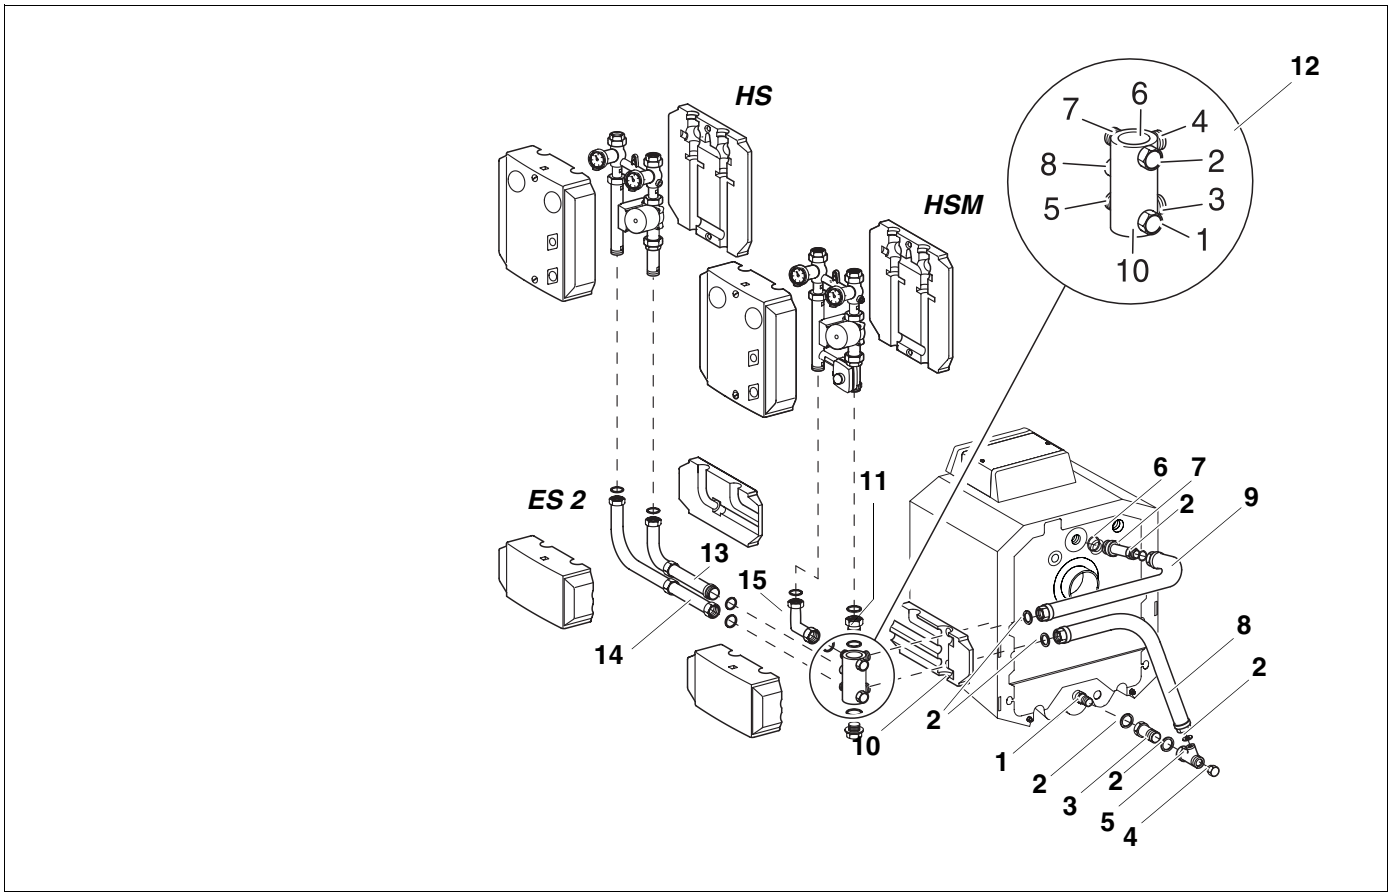

Afb. 12 Zijdelings parallel, rechts van de ketel
- Plaats de dichting volgens afb. 12 in het tussenstuk (**14**) en schroef het tussenstuk op het vertrek nr. 5 van de multifunctionele verdeler.
- Schroef de pompgroep met mengklep (HSM) of zonder mengklep (HS) conform afb. 12 vast.
- Monteer de bocht met de dichting (korte been) (afb. 12).